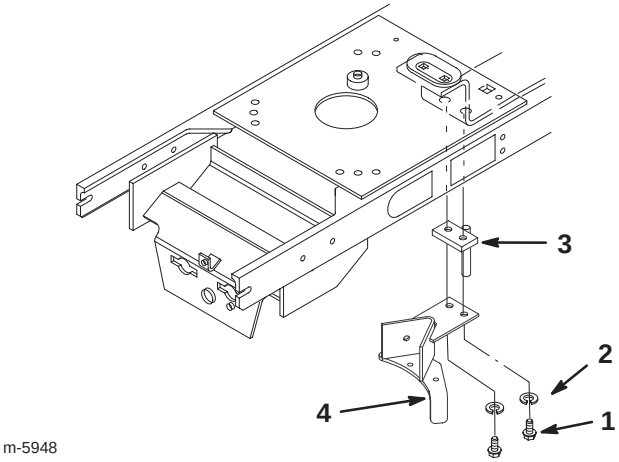

Figure 6
4. Remove the clutch stop from the frame of the machine (Fig. 6).
5. Install the new shim/upstop and clutch stop to the frame with 2 bolts (5/16 x 1–1/2 in.) and 2 lockwashers (Fig. 6).